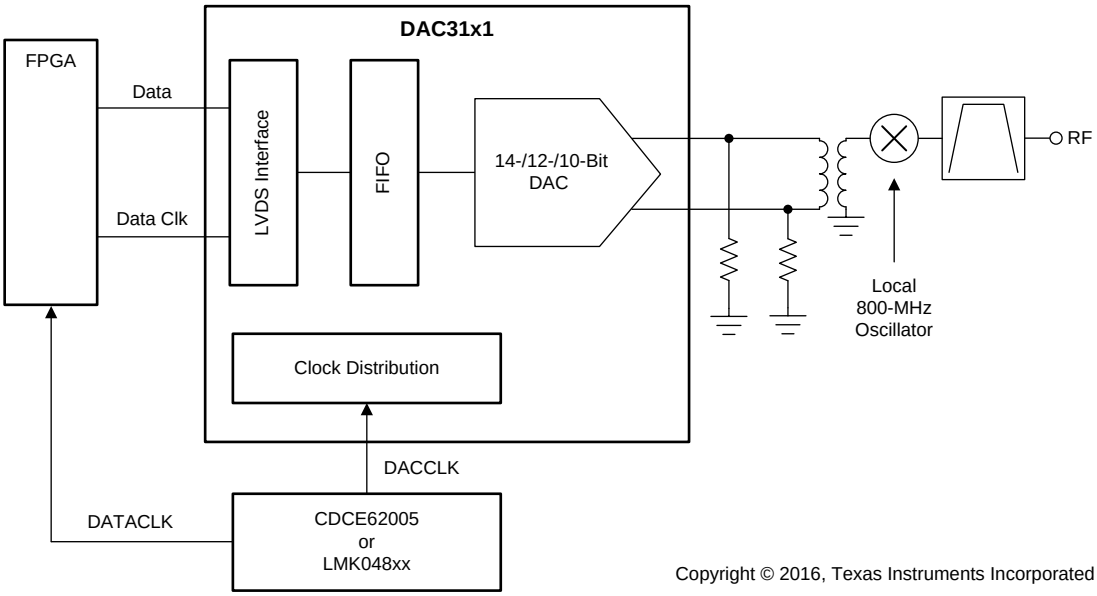

Figure 72. Real IF Transmitter
Figure 72 shows an example block diagram of the DAC31x1 used as a real IF transmitter to generate a modulated communication signal.
The data pattern file that represents the desired 5-MHz, single-carrier WCDMA signal is created with a pattern generation is clocked into the DAC31x1 by an FPGA as shown in the Figure 72. We choose to generate the data pattern file with the 5-MHz WCDMA signal centered at an intermediate frequency of 100 MHz and use a local oscillator of 800 MHz to upconvert the modulated signal to 900 MHz. The real mixer will create an image of the desired signal centered about 700 MHz, and there will also be local oscillator (LO) feedthrough observed at 800 MHz. A band-pass filter that follows the mixer is needed to remove the lower image of the signal and the local oscillator feedthrough, as shown in Figure 73.